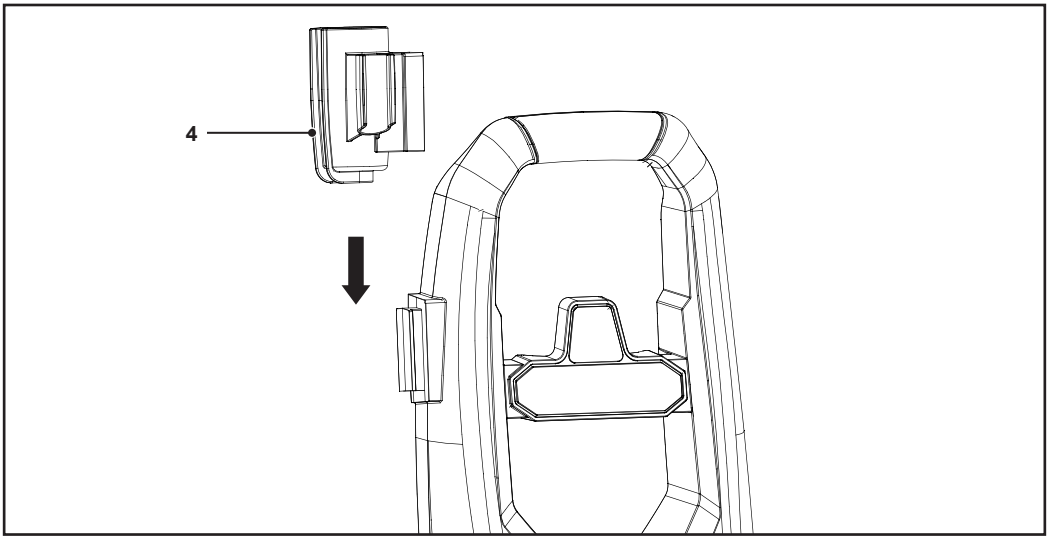

Fig. 2
2. Slide the trigger gun and accessories holder (4) into the slot on the side of the appliance (Fig. 2).